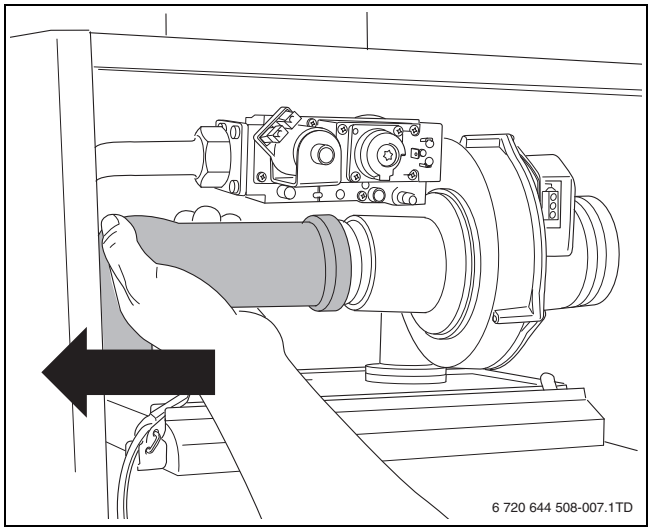

Fig. 7
- ▶ 从文氏管中拔出进气管 （→ 图 7，第 44 页）。